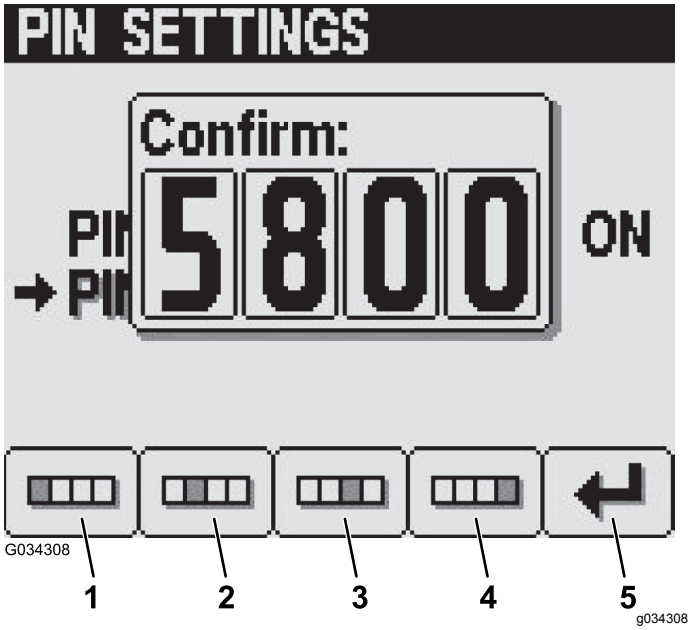

Figur 37
6. På Bekreft-skjermen, angi din nye PIN-kode ved hjelp av knappene 1 til 4 og trykk på knapp 5 for å legge inn PIN-koden i InfoCenter (Figur 37).